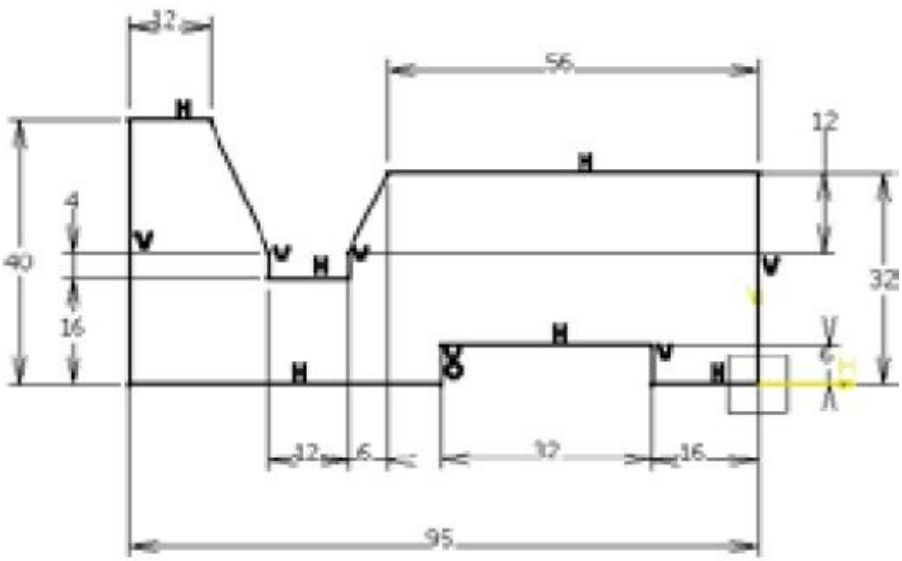

Figure 5-39 *Sketch of the base feature*
plane, and extrude the sketch to a distance of 40 units using the **Pad** tool, refer to Figures 5-39 and 5-40.
2. Draw the sketch, as shown in Figure 5-39, and exit the **Sketcher** workbench.